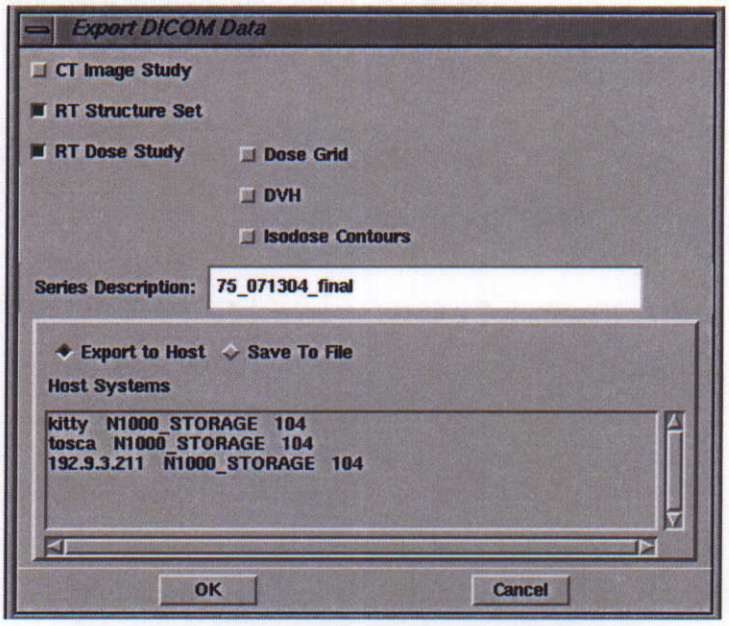

**Figure 33 Export DICOM Data from the UCC**
**Step 1.** Click **PLAN->EXPORT DICOM DATA**. *Figure 33 Export DICOM Data from the UCC, page 24* will appear.